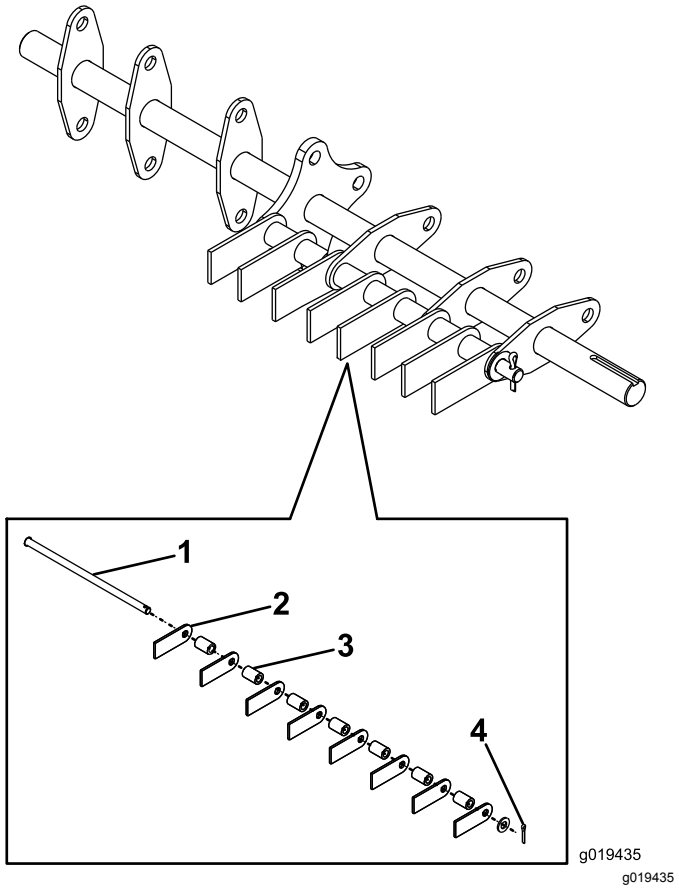

Рисунок 20
5. Извлеките шплинт из стержня с изношенным шарнирным ножом (Рисунок 20).
6. Осторожно вытяните наружу стержень, чтобы освободить шарнирные ножи и проставки (Рисунок 20).